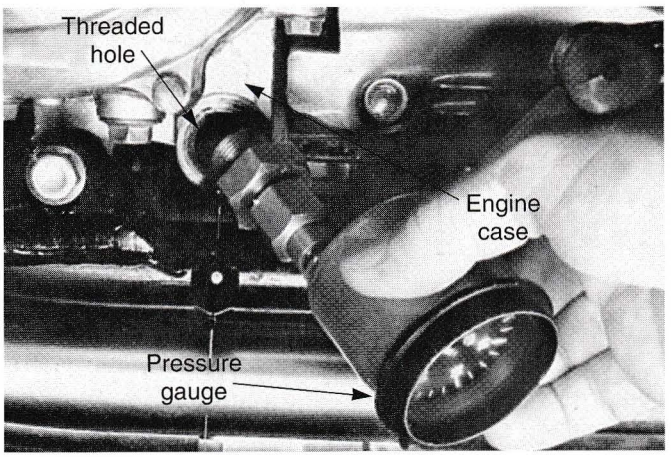

Figure 10-34. An oil pressure gauge will help to determine condition of lubrication system.
3. Install the oil pressure gauge, **Figure 10-34.**